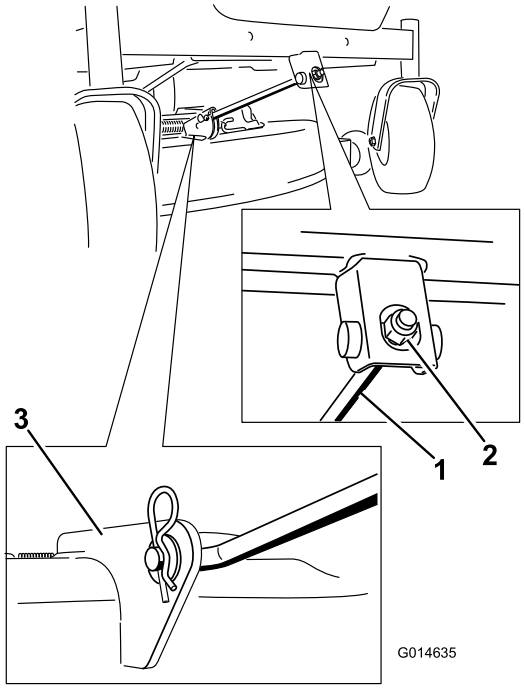

Figuur 65
4. Verwijder de R-pen uit de voorste steunstang en neem de stang uit de beugel van het maaidek (Figuur 65). Laat de voorkant van het maaidek voorzichtig neer op de grond.
6. Bevestig de voorste steunstang aan het maaidek met de gaffelpen en de R-pen (Figuur 65).